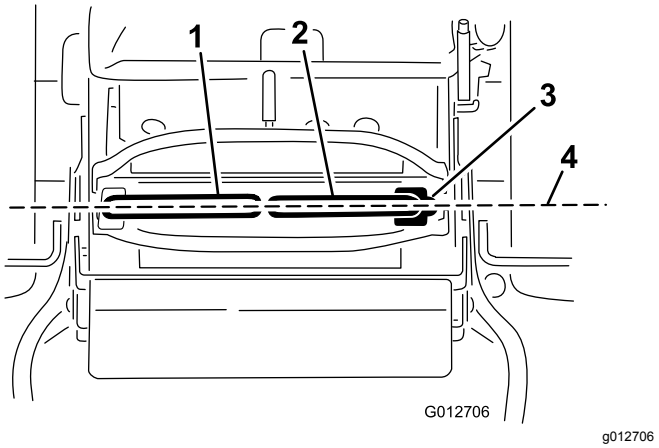

Figuur 70
Belangrijk: **Controleer of de sporing van de maaier juist is nadat u de rijhendels hebt versteld. De sprong aanpassen en de uitlijning voor/achter van de rijhendels is dezelfde procedure (Figuur 70).**
1. Nadat u de horizontale uitlijning hebt voltooid, moet u de uitlijning voor-achter controleren door de rijhendels naar voren te duwen om eventuele speling in de overbrenging van de rijhendels te verhelpen (Figuur 70).